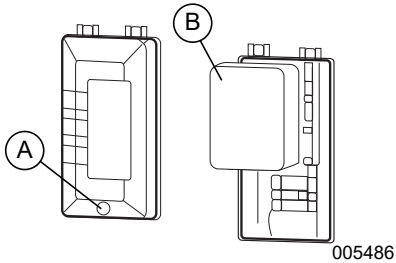

Figura 4-4. Conjunto del filtro de aire
1. Desenrosque el tornillo (A) y retire la cubierta del filtro de aire. Consulte la *Figura 4-4*.
2. Limpie el filtro (B) con una mezcla de agua y jabón. Escúrralo y limpie hasta que quede seco (NO LO RETUERZA) con un paño limpio.